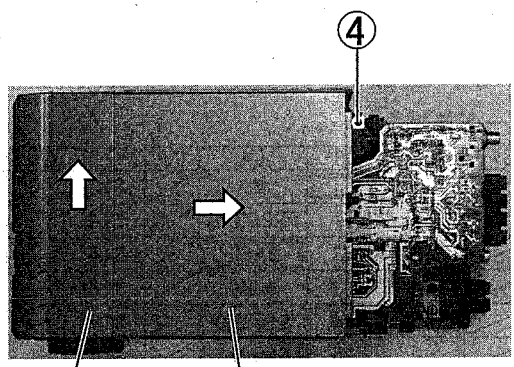
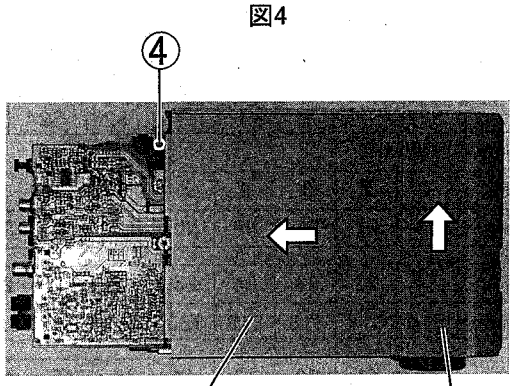

図4
図5
4. 左右のサイドパネルを図4及び図5のように矢印の方向へ移動し、後ろへ動かす。
5. 左右のオーナメントパネルを図4及び図5のように矢印の方向へ移動し、上へ動かす。